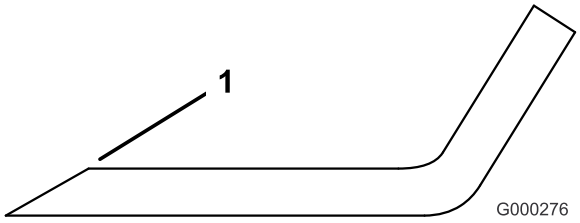

Figur 77
1. Bruk en fil til å slipe eggen i begge ender av kniven (Figur 77). Oppretthold den originale vinkelen. Kniven opprettholder balansen hvis like mye materiale fjernes fra begge kniveggene.